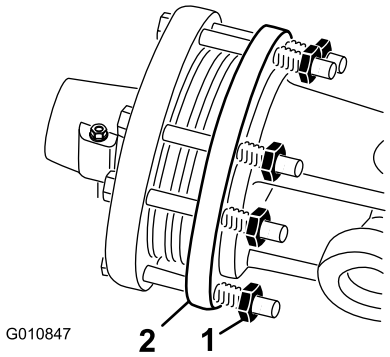

Figur 35
1. I slutet av säsongen ska alla kopplingsmuttrar vridas två varv bakåt (Figur 35).